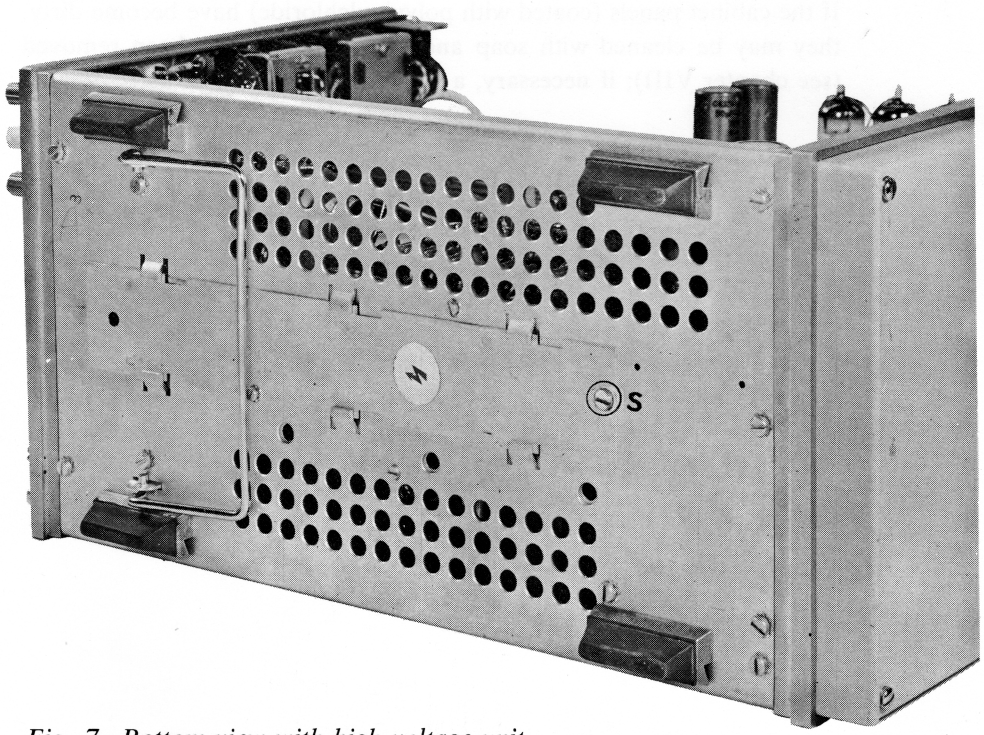

Fig. 7. Bottom view with high voltage unit
D. GAINING ACCESS TO THE HIGH VOLTAGE UNIT (Fig. 7)